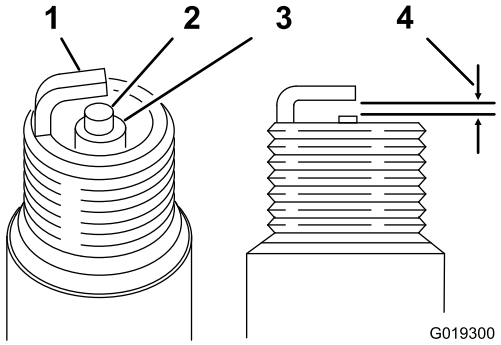

Bild 27
4. Untersuchen Sie die Zündkerze auf Verschleiß oder Beschädigung (Bild 27).
5. Prüfen Sie den Zündkerzenabstand mit einer Fühlerlehre (Bild 27).